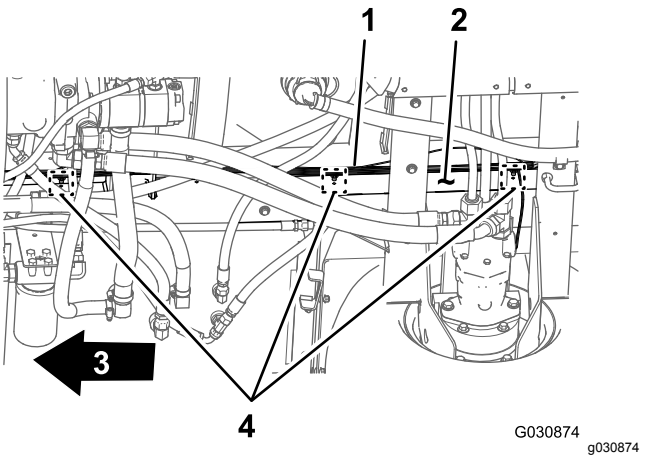

**Figur 112**
3. Før 165 cm og 203 cm afgreningen af det elektriske ledningsnet fremad langs højre stelrør (Figur 112).
4. Sæt de grantræformede ankre på 203 cm afgreningen af det bageste ledningsnet i hullerne i højre stelrør (Figur 112), hvor de grantræformede ankre på det bageste gamle ledningsnet blev afmonteret. Se trin 3 i Frakobling af forreste og bageste ledningsnet (side 18).